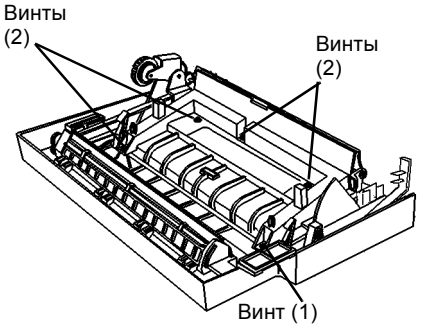

Рисунок 2 Отворачивание винтов (5) и снятие верхней направляющей
2. Отверните винты (5) и снимите верхнюю направляющую (Рисунок 2).